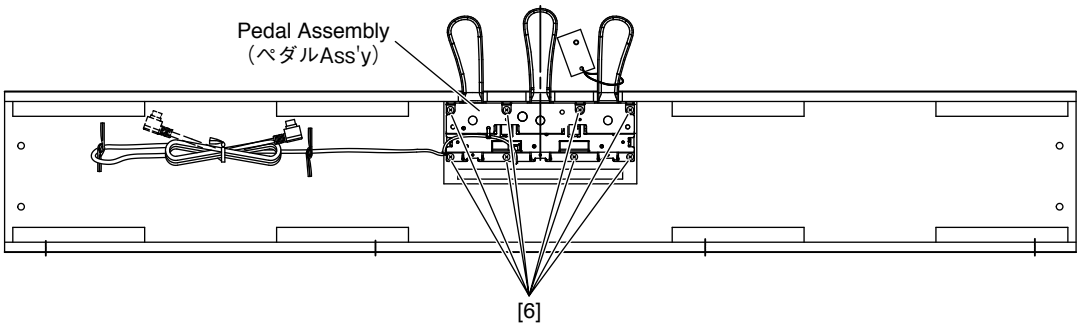

Fig.16（図 16）
19-3 Remove the eight (8) screws marked [6]. The pedal assembly can then be removed. (Fig.16)
19-3 [6] のネジ 8 本を外し、ペダル Ass'y を外します。(図 16)